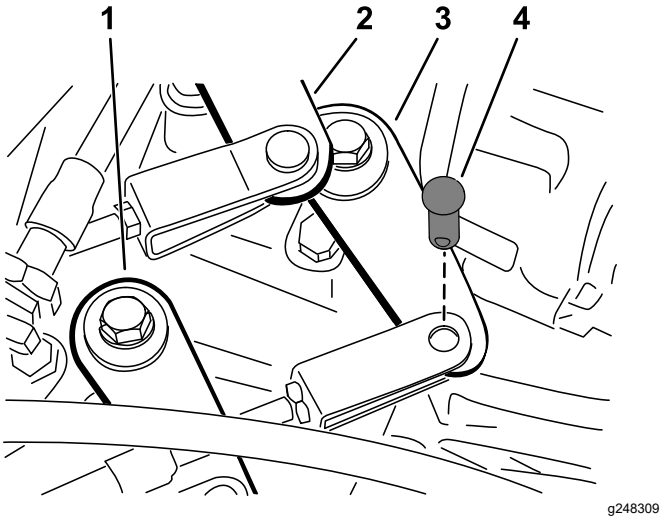

**図 45**
2. シフトケーブルをトランスアクスルのシフトアームに固定しているクレビスピンを取る図 45。
1. ハイ・ロー切り替えケーブルをトランスアクスルに固定しているクレビスピンを取る図 45。